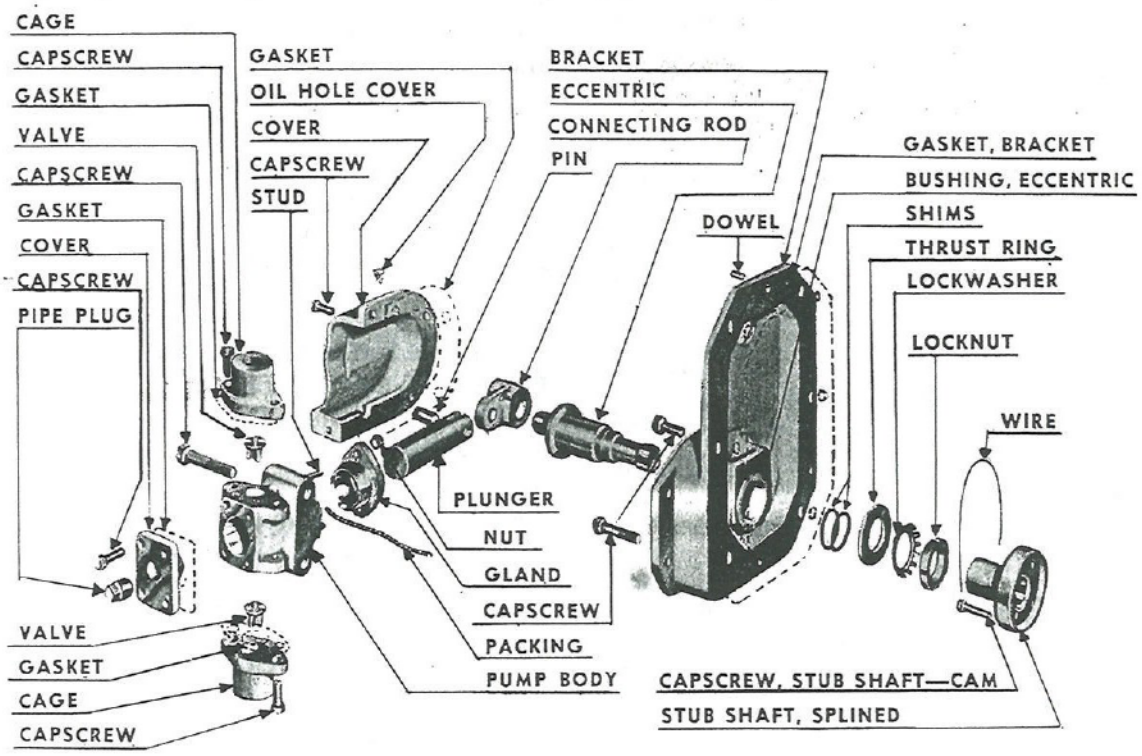

Fig. 157. Parts of Fuel Oil Transfer Pump
b. Take out the capscrews securing the housing cover. Remove the cover. Remove the two capscrews securing the pump plunger to the case and pull the pump plunger out of the cylinder. Lift the plunger and connecting rod off the eccentric crank. Remove the two nuts securing the packing gland sleeve, and after taking off this sleeve pull out the pump gland packing. Take out capscrews in the cover and lift off the cover. This fuel transfer pump is now disassembled as shown in Fig. 157.